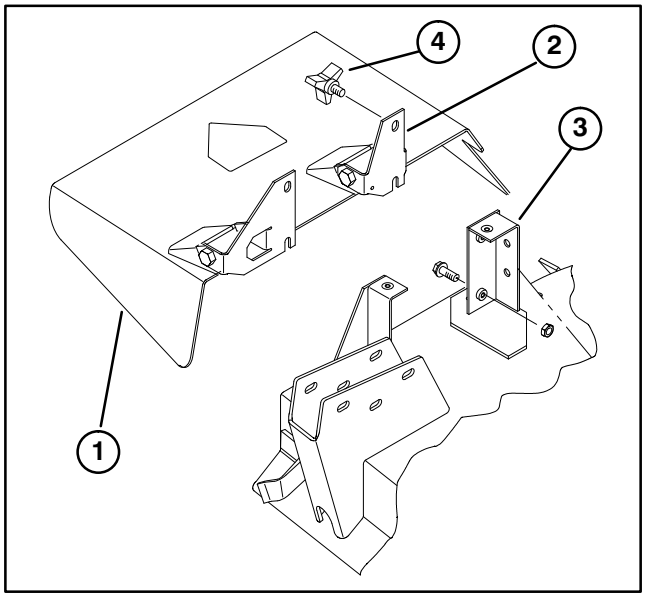

Figure 28
2. Slide slots at bottom of deflector pivot bracket onto capscrews at side of deck brackets (Fig. 28).